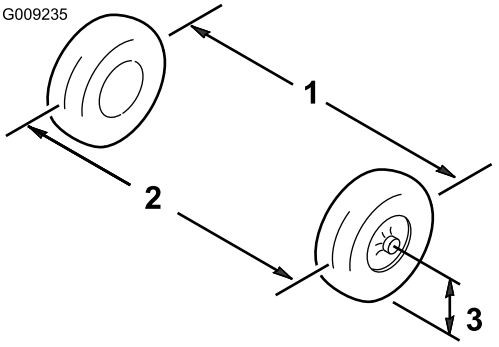

Figur 43
6. Mål afstanden mellem begge fordækkene ved akselhøjden ved både forsiden og bagsiden af fordækkene (Figur 43).